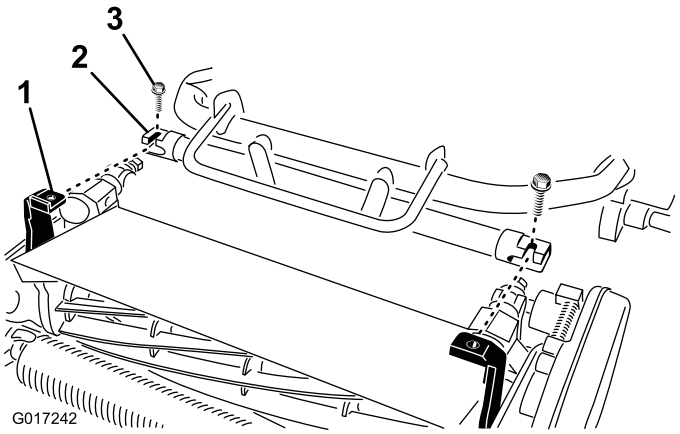

Figur 5
4. Roter trekkenhetens ramme (Figur 5) fremover til den kobler inn klippeenhetens svingarmer.
5. Fest trekkenhetens ramme til klippeenhetens svingarmer med (2) bolter på 3/8 x 3/4 tommer (Figur 5).